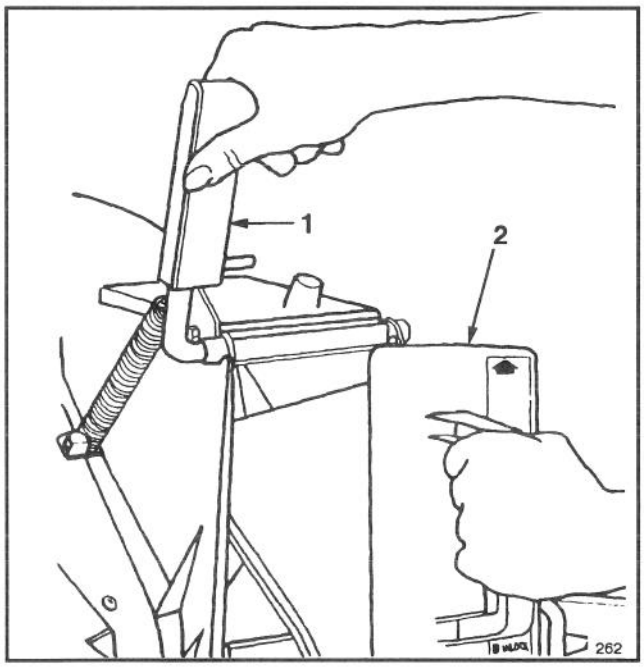

Abb. 11
1. Sicherstellen, daß der Motor ausgeschaltet ist. Die Auswurfklappe öffnen: den Griff nach vorwärts ziehen, die Auswurfklappe nach hinten bewegen (Abb. 11). Den Griff der Auswurfklappe festhalten, damit die gefederte Tür nicht wieder zuspringt, während der Mulchstöpsel eingeführt wird.
2. Da der Mulchstöpsel etwas breiter als die Öffnung des Auswurftunnels ist, muß der Mulchstöpsel beim Einführen etwas im Uhrzeigersinn gedreht werden (Abb. 11). Sicherstellen, daß der Pfeil auf dem Mulchstöpsel-Aufkleber nach oben zeigt.